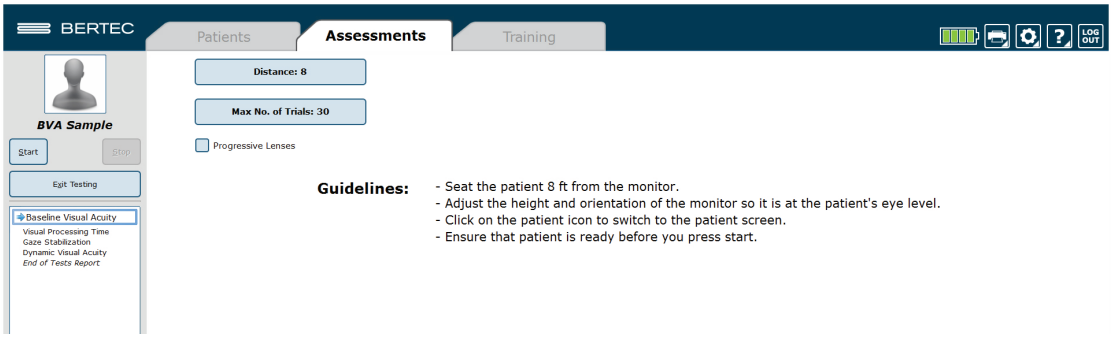

Figure 19.  Clinician Screen
4. The Clinician Screen (Figure 19) for the first test in the list should now appear.
b. If the patient screen does not appear, click F12 on the keyboard, or click on the patient picture on the top left of the screen (see Figure 19)